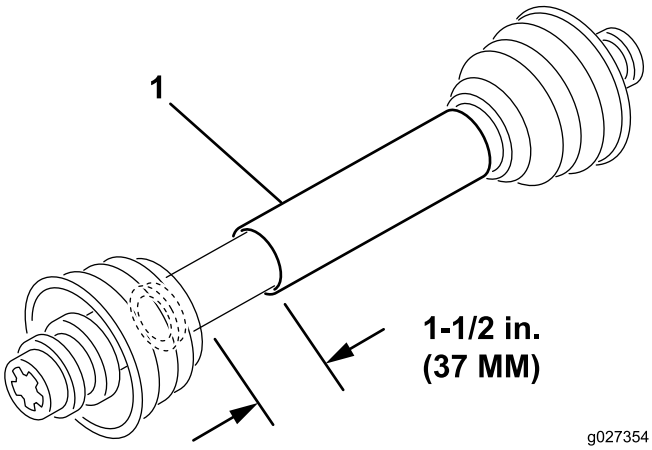

Figur 4
3. När kraftuttagsaxeln är som kortast måste dess två halvor ha minst 37 mm extra spel för att fällas ihop (Figur 4).